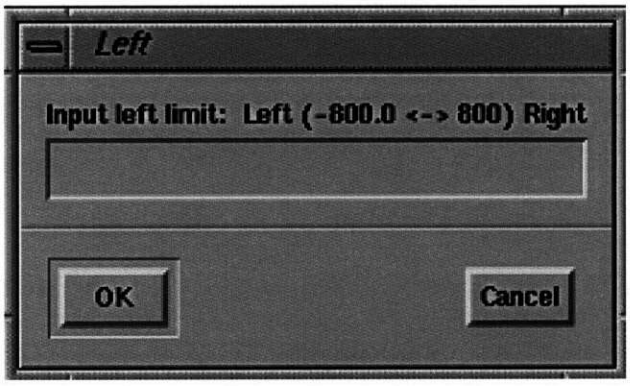

**Figure 58 Select Beams Entering the Left Side of the Patient**
- **Side**: You can select beams based on the side of the patient from which the beam emanates. To make this type of selection, highlight SIDE +. The **+** changes to **–** and the list of sides (left, right, posterior, anterior, superior, and inferior) appears. Select the desired side and a window appears. (*Figure 58 Select Beams Entering the Left Side of the Patient, page 62*)